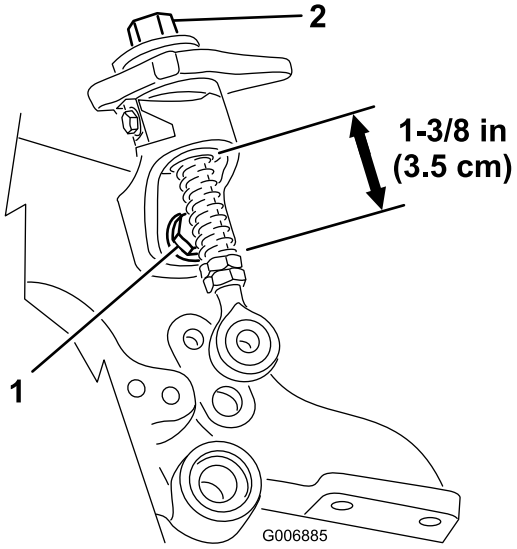

Figura 45
2. Afloje el perno de montaje de la palanca de elevación rápida y asegúrese de que la varilla roscada está alineada y que no roza la rampa inferior de elevación rápida (Figura 45). Vuelva a apretar los pernos.
3. Compruebe la longitud de los muelles de las varillas roscadas; debe ser de 3,5 cm (Figura 45).
4. Si el pomo de ajuste de altura no gira libremente, el casquillo puede estar sucio (Figura 45). Limpie el casquillo si fuera necesario.